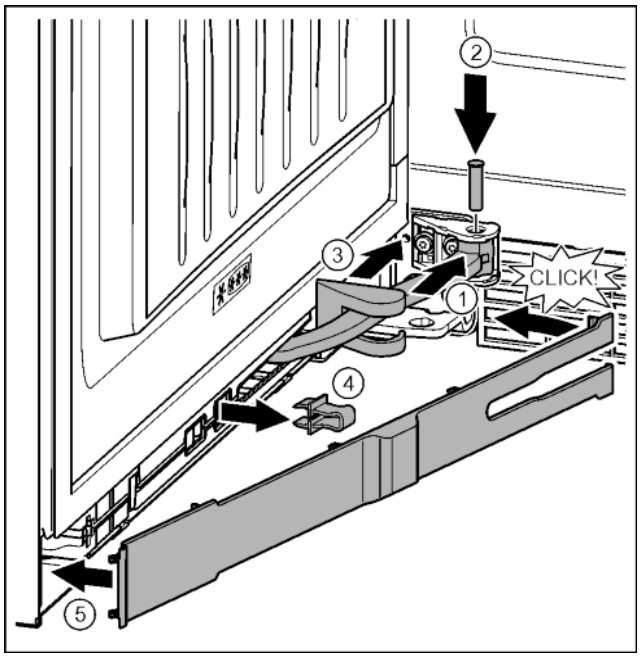

Fig. 38
▶ Otočte kloub v závěsu. *Fig. 38 (1)*
▶ Šroubovákem T15 vložte čep do závěsu a kloubu. Přitom dávejte pozor, aby byla zajišťovací vačka správně usazena v drážce. *Fig. 38 (2)*
▶ Posuňte kryt podél kloubu a namontujte nad závěsem. *Fig. 38 (3)*
▶ Pojistku vytáhněte. *Fig. 38 (4)*
▶ Kryt na straně madla nasaďte a vykývněte dovnitř. *Fig. 38 (5)*